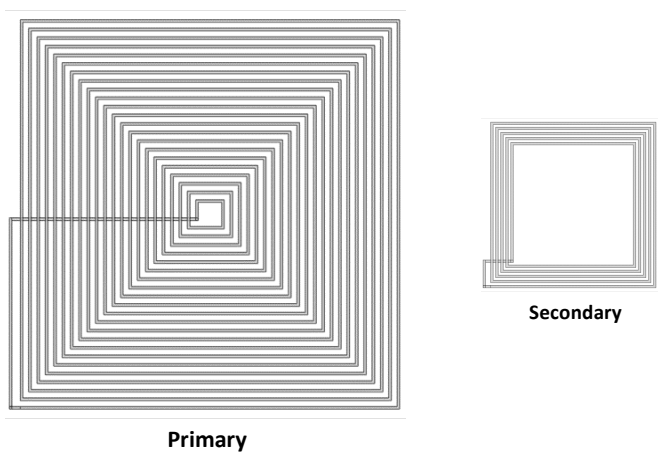

Fig. 1. A sample design of a PSC pair.
- This document fully describes the steps to find the optimum pair of Printed Spiral Coil (PSC) like the sample shown in Fig.1